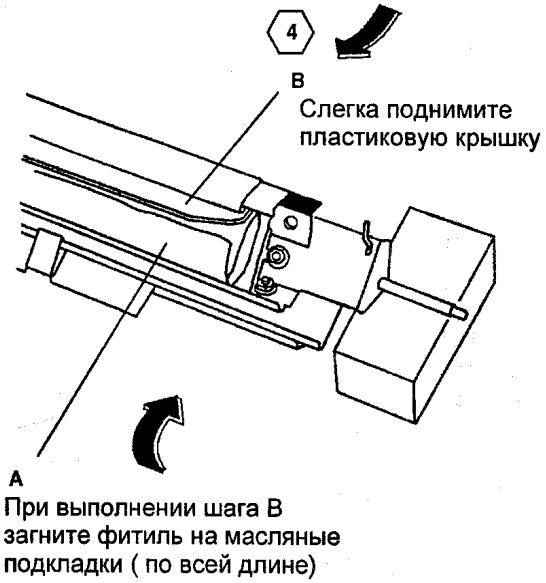

Рис. 5 Установки кромки фитиля под пластиковую крышку
3. (РИС. 5): ВСТАВЬТЕ КРОМКУ ФИТИЛЯ ПОД ПЛАСТИКОВУЮ КРЫШКУ.